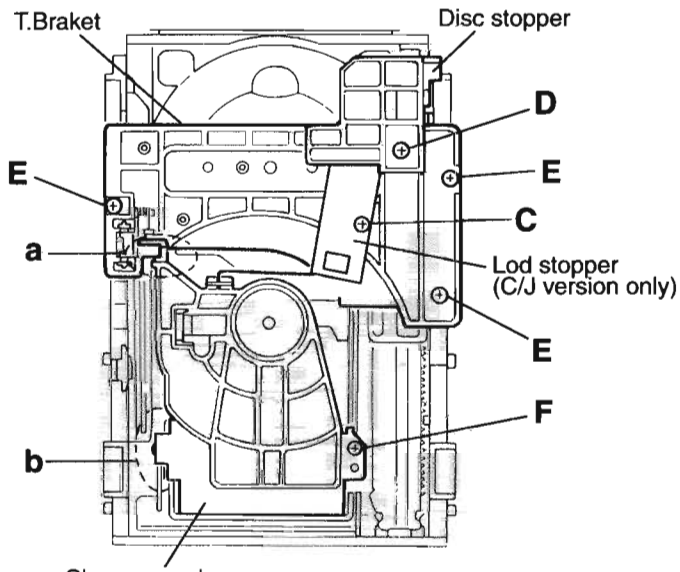

Fig.3
6. Remove the screw **D** retaining the disc stopper (See Fig.3).
7. Remove the three screws **E** retaining the T.bracket (See Fig.3).
8. Remove the screw **F** retaining the clamper assembly (See Fig.3).